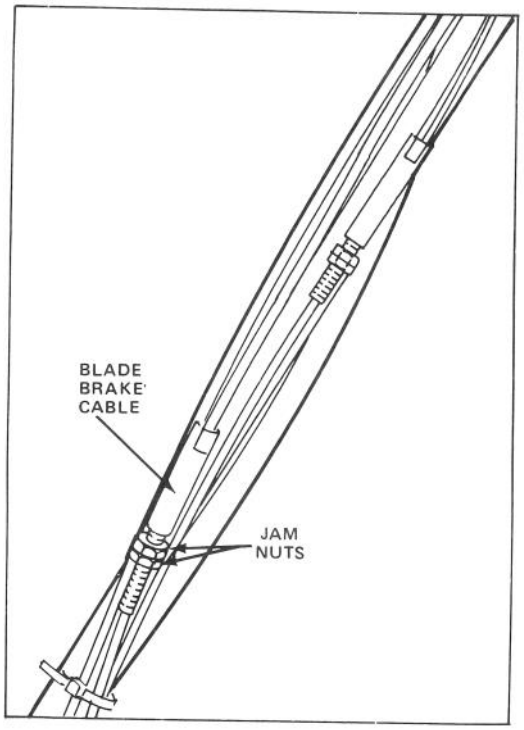

Figure 23
5. To adjust, loosen bottom jam nut on blade brake cable (Fig. 23) and adjust top jam nut until spring dimension is as near as possible to but not less than 1". (See note below).